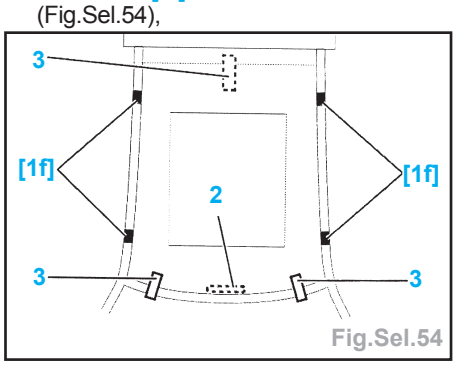

Fig.Sel.54
- les 4 cales [1f] sur les feuillures latérales (Fig.Sel.54),